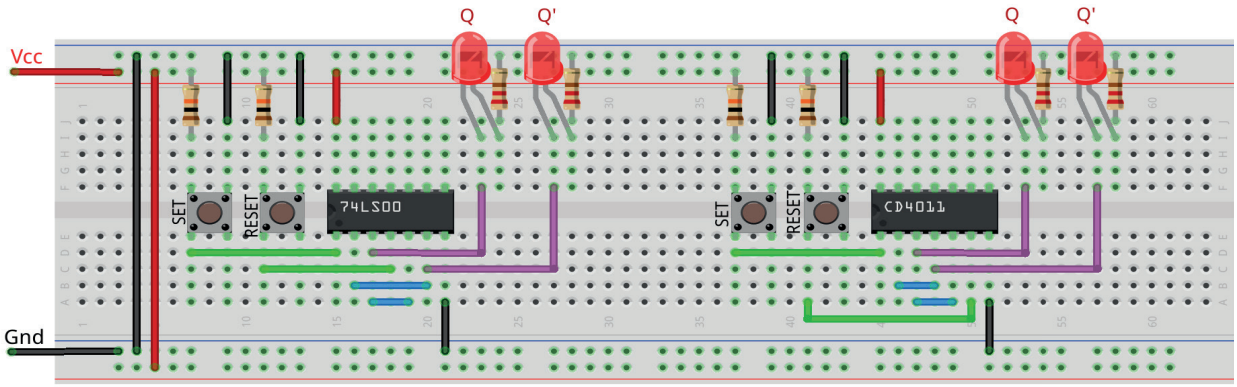

Figura 9.9 – Disposição dos componentes na placa de montagem.
1. Monte o circuito na placa de montagem, conforme figura 9.9.